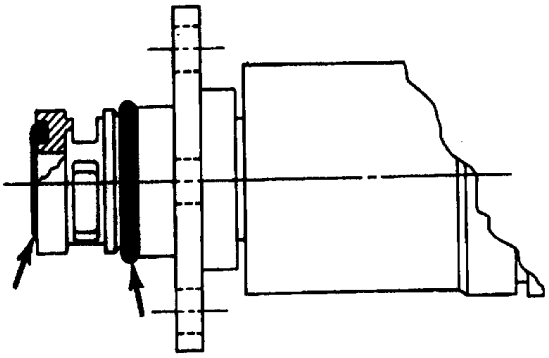

Figure 3. Paralleling Valve Packings Installation
b. Install MS9021–112 preformed packing (3) into the groove on the end of the valve seat and MS9021–116 preformed packing (2) on outside diameter of valve seat. (See figure 3.)